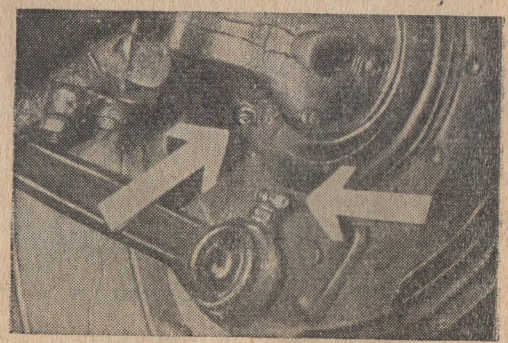

Рис. 77. Пресс-масленка нижнего конца реактивного рычага и пресс-масленка подшипника опорного щита тормоза.
6) шарниры реактивных рычагов; четыре пресс-масленки, по две на каждом рычаге у передних и задних головок (рис. 77 и 78);
7) подшипники опорных щитов тормозов передних колес; две пресс-масленки, по одной на каждом щите (см. рис. 77);